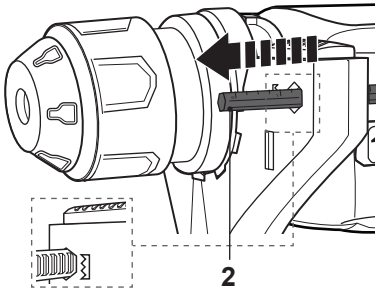

Fig. 5
> Inserte el tope de profundidad (2) a través del orificio tal y como se muestra (Fig. 5).